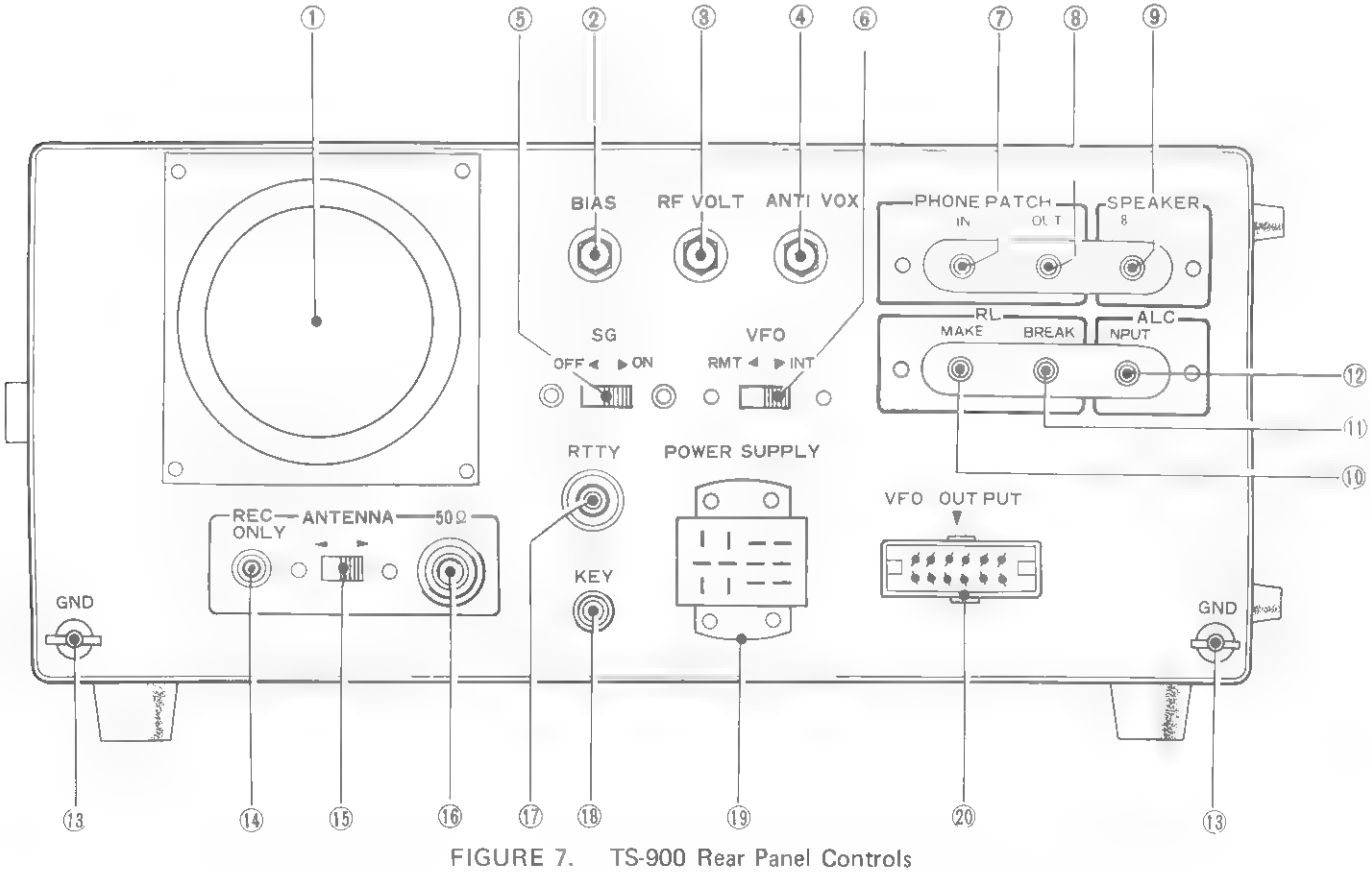

FIGURE 7. TS-900 Rear Panel Controls
## 3.3 REAR PANEL CONTROLS (See Figure 7)
**COOLING FAN** (1 on Figure 7)
**BIAS CONTROL** (2 on Figure 7)
**RF VOLT CONTROL** (3 on Figure 7)
**ANTI VOX CONTROL** (4 on Figure 7)
**SG SWITCH** (5 on Figure 7)
**VFO SWITCH** (6 on Figure 7)
**PHONE PATCH IN JACK** (7 on Figure 7)
**PHONE PATCH OUT JACK** (8 on Figure 7)
**SPEAKER JACK** (9 on Figure 7)
**RL MAKE JACK** (10 on Figure 7)
**RL BREAK JACK** (11 on Figure 7)
**ALC INPUT JACK** (12 on Figure 7)
**GND (Ground) LUGS** (13 on Figure 7)
**REC ONLY JACK** (14 on Figure 7)
**ANTENNA SWITCH** (15 on Figure 7)
**ANTENNA 50 ohm CONNECTOR** (16 on Figure 7)
**RTTY JACK** (17 on Figure 7)
**KEY JACK** (18 on Figure 7)
**POWER SUPPLY CONNECTOR** (19 on Figure 7)
**VFO OUTPUT CONNECTOR** (20 on Figure 7)